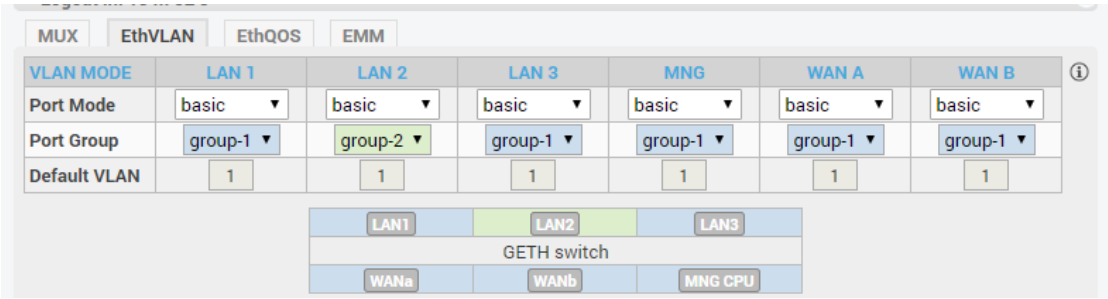
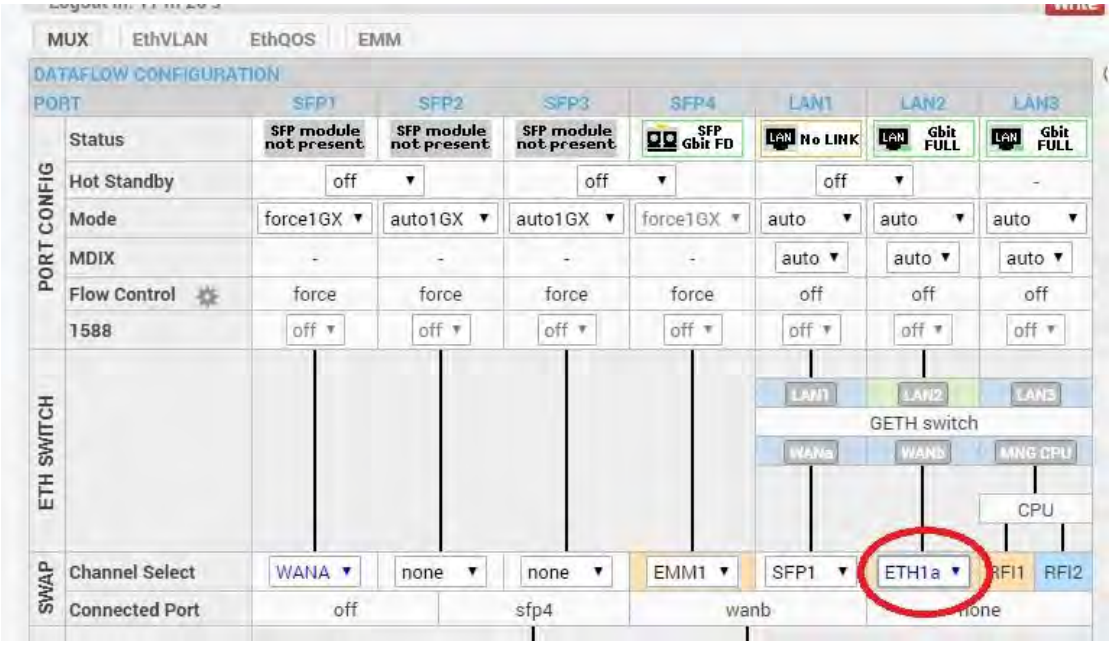

Figure 5.1 *Example of group configuration for WANA and WANB ports*
Figure 5.3 *Example of WAN port and data channel interconnection*
3) In the same web GUI page for the second WAN port (the one which is not interconnected with SFP port) choose option ETH1a in 'Channel Select' drop-down thus interconnecting the second WAN port with data channel over the RF (refer to ***Figure 5.3***). In order to have remote MNG access the MNG port must be in the same group with both WAN ports (refer to ***Figure 5.1***).